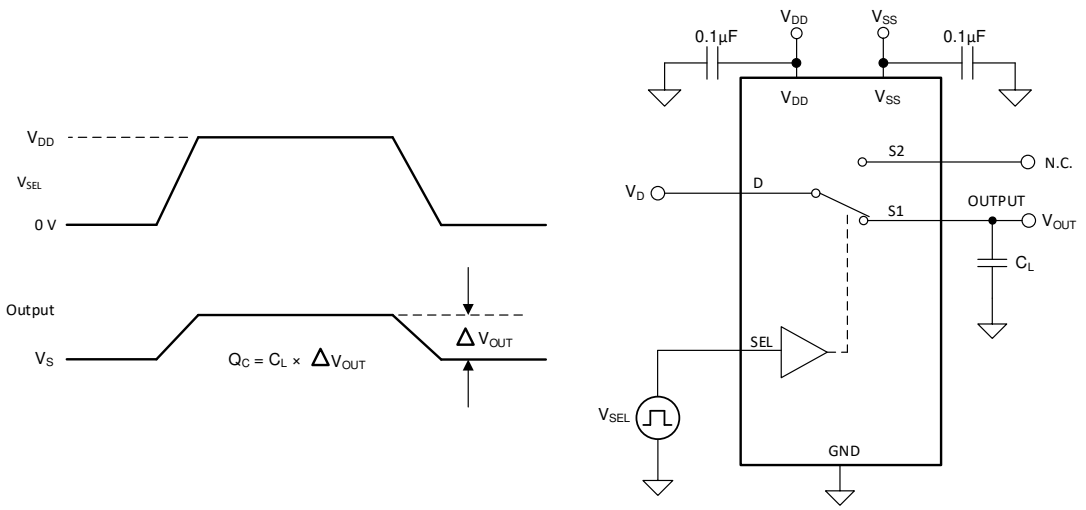

Figure 21. Charge-Injection Measurement Setup
The TMUX1119 has a transmission-gate topology. Any mismatch in capacitance between the NMOS and PMOS transistors results in a charge injected into the drain or source during the falling or rising edge of the gate signal. The amount of charge injected into the source or drain of the device is known as charge injection, and is denoted by the symbol Q_C. Figure 21 shows the setup used to measure charge injection from Drain (D) to Source (Sx).